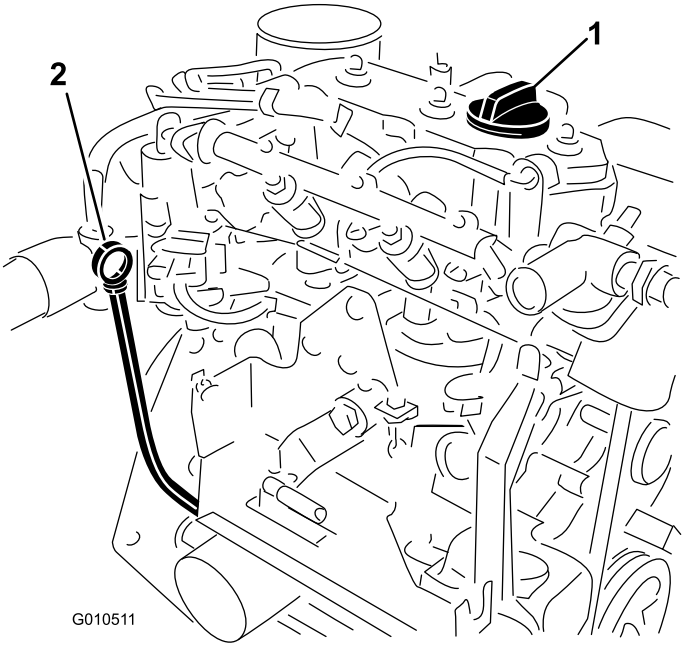

Figura 15
2. Retire a vareta (Figura 15) e limpe-a com um pano limpo. Volte a colocar a vareta no tubo e verifique se está completamente introduzida. Retire a vareta e verifique o nível de óleo.
3. Se o nível de óleo estiver baixo, retire o tampão de enchimento e adicione óleo suficiente (Figura 15) para elevar o nível de óleo até à marca Full, existente na vareta.